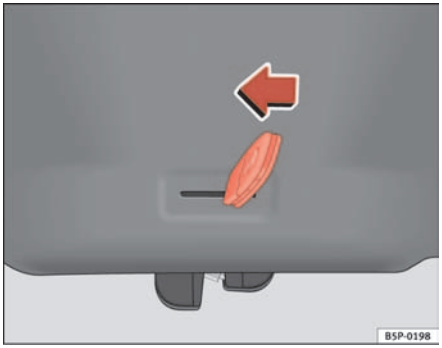

Fig. 69 Tailgate: emergency opening
– Insert the key bit in the groove and unlock the locking system, turning the key from right to left, as shown by the arrow ⇒ fig. 69. ■